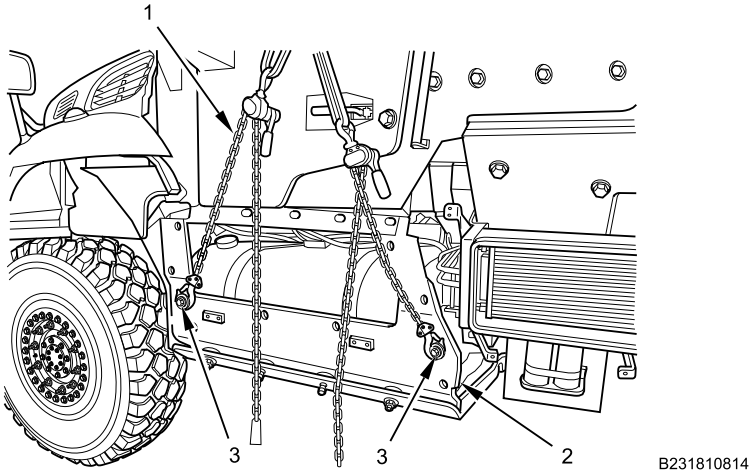

Figure 7. Left Side Chain Hoist.
9. Attach chain hoists (Figure 7, Item 1) on fuel tank cover plate (Figure 7, Item 2) with two armor bolts (Figure 7, Item 3) and washers that where previously removed.
10. Attach chain hoists (Figure 7, Item 1) to lifting slings.
11. Tension chain hoists (Figure 7, Item 1) as required to support belly armor plate and fuel tank cover (Figure 7, Item 2).